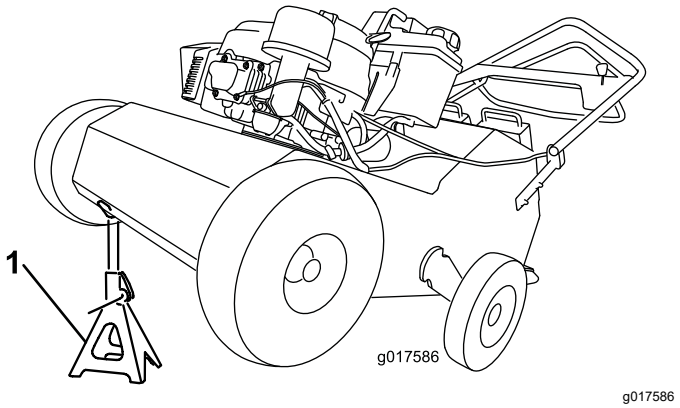

Figure 22
Vous pouvez basculer la machine en arrière pour travailler sur le dessous au besoin (Figure 22). Ne basculez pas la machine en avant car l'essence encrassera alors le filtre à air. Soutenez la machine sur une chandelle avant de travailler dessous.
2. Élevez l'avant de la machine pour accéder aux chaînes (Figure 22) et bloquer la machine en place.